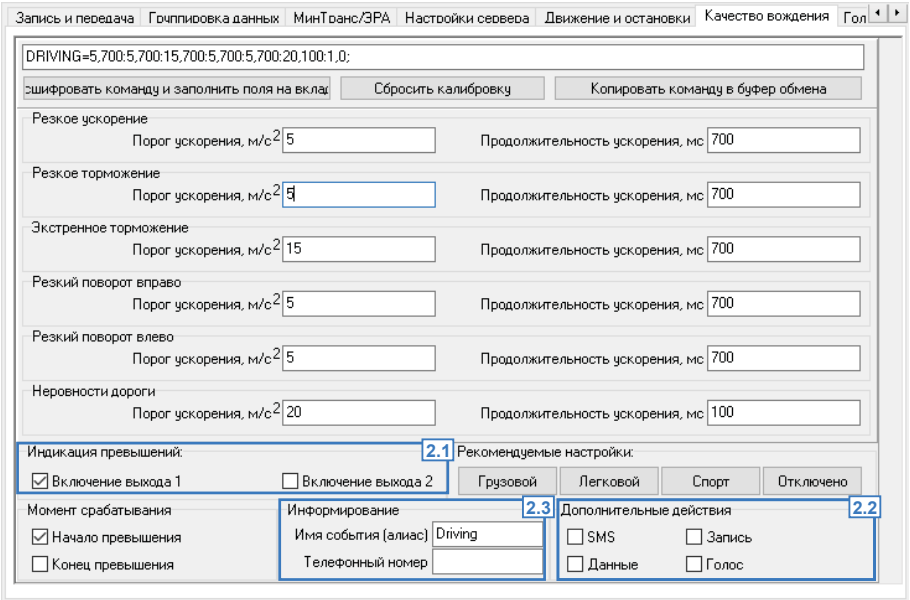

Рис.29. Настройка оповещения о превышении допустимых порогов ускорений.
2. Действия при превышении ускорения (Рис.29).